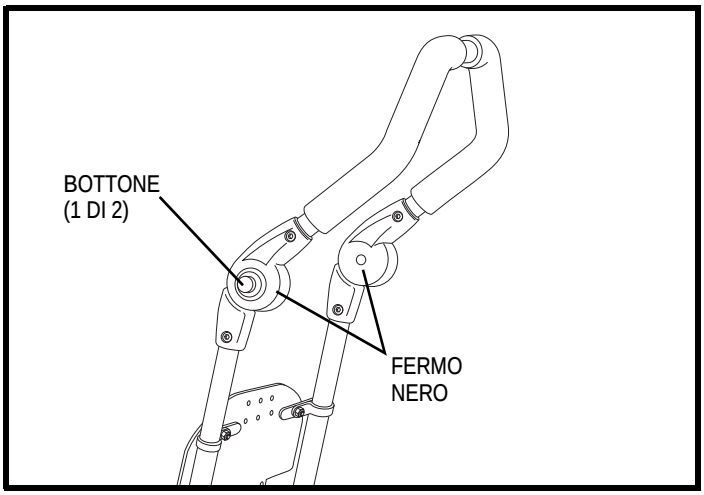

Figura 52. Regolazione dell'inclinazione del manubrio
1. Premere contemporaneamente i pulsanti sui fermi su entrambi i lati della barra manubrio. **Vedere la figura 52.**